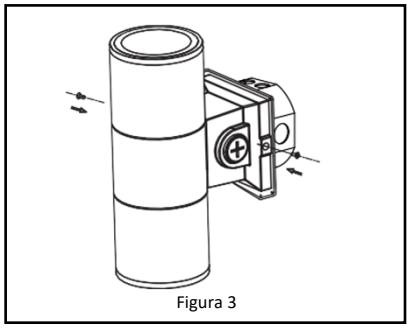

Figura 3
4. Empuje los cables en la caja de conexiones y coloque el accesorio sobre la placa de montaje. Instale los 2 tornillos para sujetar el accesorio a la placa de montaje. ***Ver la Figura 3.***